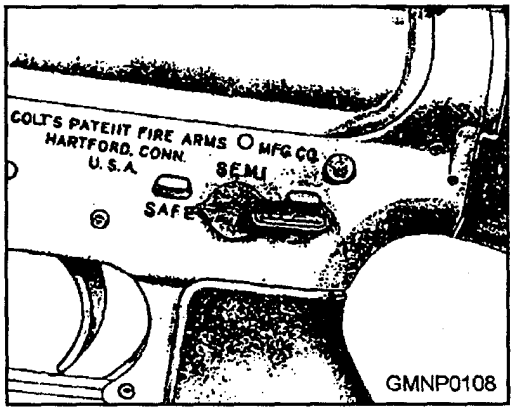

Figure 3-34.—Selector lever pointing to SAFE.
1. Attempt to point the selector lever toward SAFE, the position shown in figure 3-34. If the weapon is not cocked, the selector lever cannot be pointed toward SAFE. If this is the case, do not cock the weapon at this time; instead, goon to the next step in clearing.